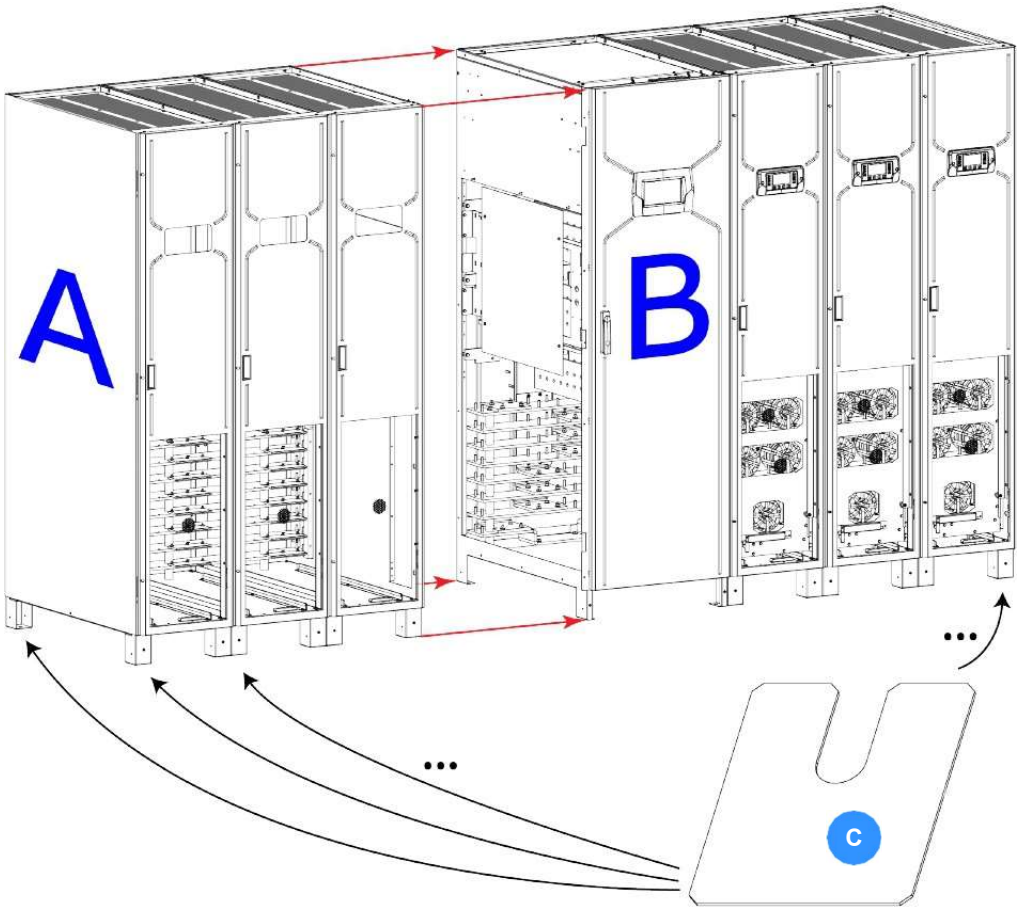
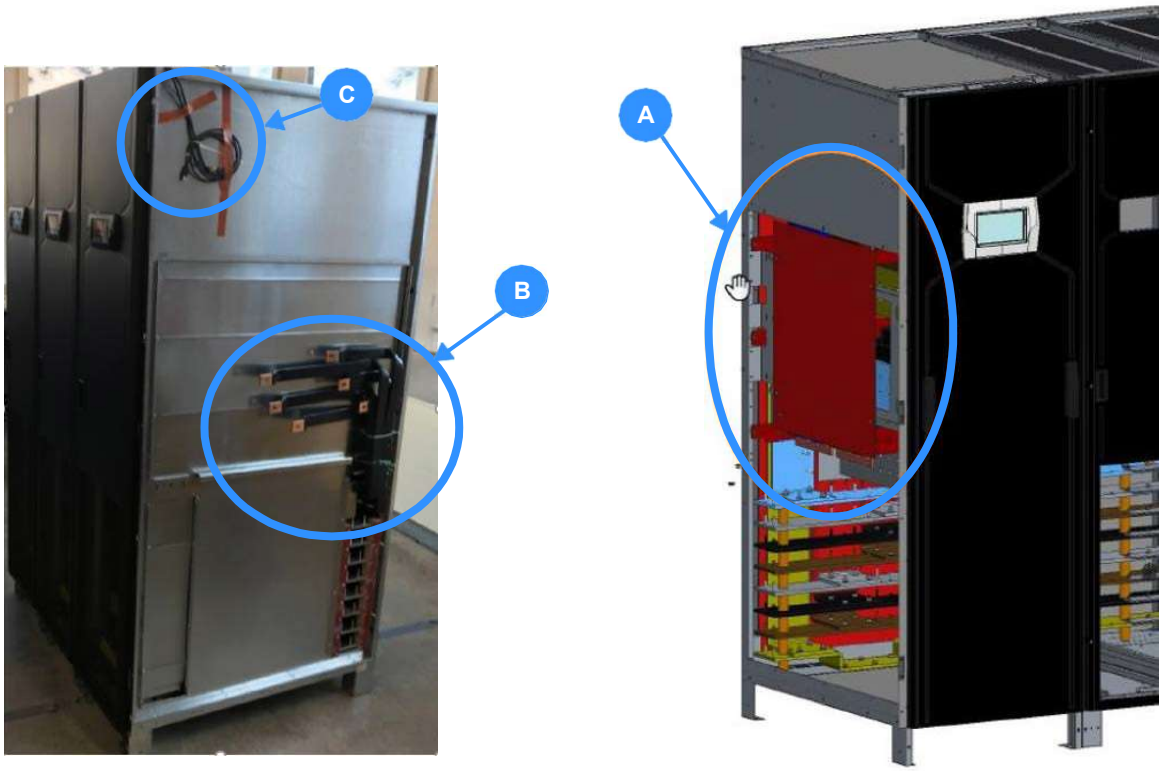

Figure 5.8 Cabinet alignment
Figure 5.13 Flexible busbars (DC)
4. Move the Frame A so that it is adjacent to Frame B. *(see Figure 5.8)*, taking care not to trap the control cables at the top of Frame A between the frames – see Figure 5.13 (C).
6. Use a spirit level to ensure that the two frames are level. If necessary, place levelling shims (C) below the feet of the frames to ensure that the frames are level before the frames are joined. The shims are supplied as part of the cabinet installation kit.
4. Access the battery busbars in Frame B by removing the 4x screws that secure the red safety cover, as shown in Figure 5.13 (A), then remove the safety cover.
5. Connect the flexible DC busbars emerging from the back of Frame A (Figure 5.13 (B)) to the vertical battery busbars in Frame B.
6. Refit the red safety cover – Figure 5.13 (A).
1. The two parallel bus control cables emerging from Frame A, shown in Figure 5.13 (C), must be connected to the communications interface board located at the top front of the distribution frame in Frame B.
2. When the cabinet is in its final position use a spirit level to ensure that it is level. If necessary, insert levelling shims below the cabinet feet (see Figure 5.8).
2. When the cabinet is in its final position use a spirit level to ensure that it is level. If necessary, insert levelling shims (provided) below the cabinet feet (see Figure 5.8).